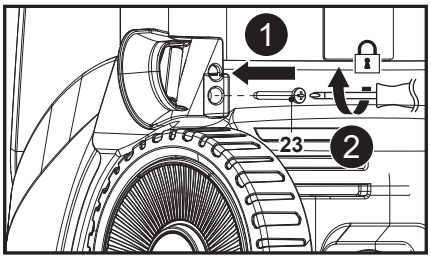

Rys. 2
Wyrównać otwór montażowy na prowadnicy węża (7) z jego uchwytem na maszynie, a następnie przy użyciu odpowiedniego wkrętaka krzyżakowego (brak w zestawie) zamocować połączenie za pomocą śruby (ST4,8 x 16 z dużą główką śruby) (23) (rys. 2, kroki 1, 2).